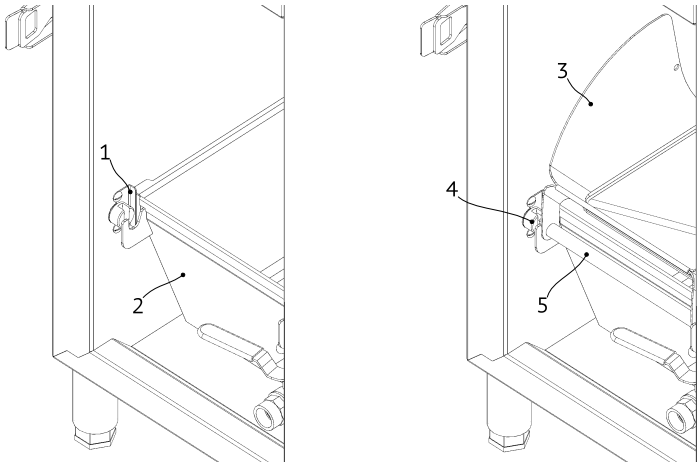

Рисунок 3
9. Установите ванну 2 в изделие так, чтобы её край оказался за упором 1, см. Рис. 3.
11. Установите корзину 3 в ванну так, чтобы вал корзины 5 вошёл в зацепление с приводным валом 4, см. Рис. 3.